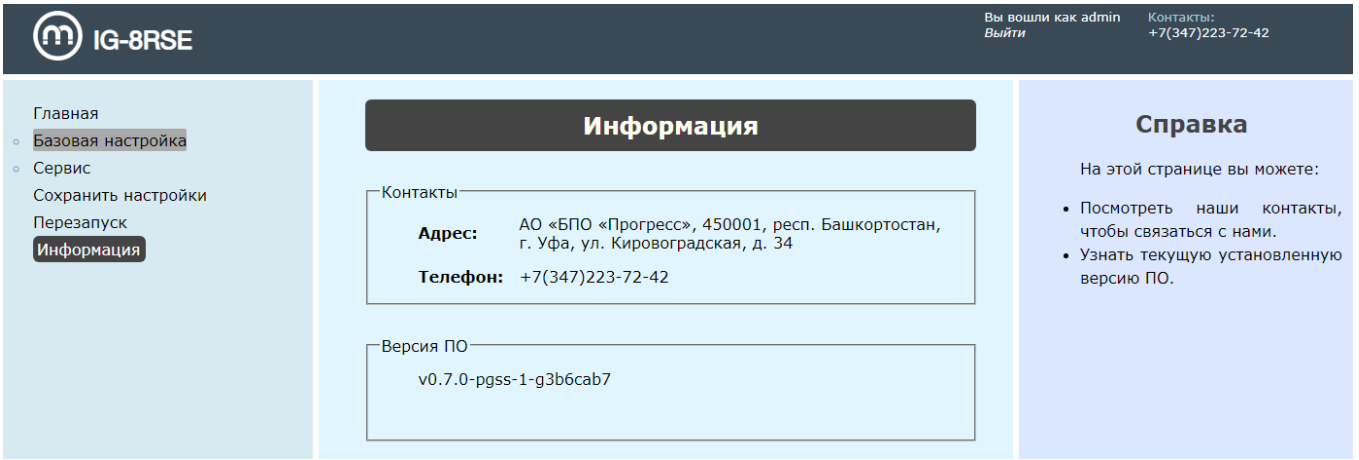

Рисунок 28 — Раздел «Информация»
6) **Информация.** Отображаются контакты предприятия изготовителя и версия ПО изделия (рис. 28).